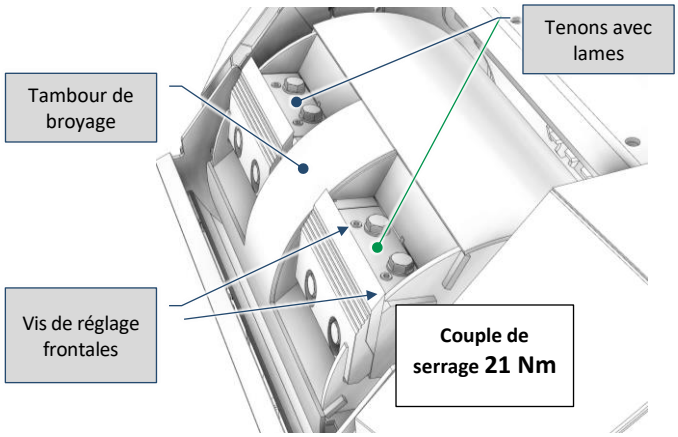
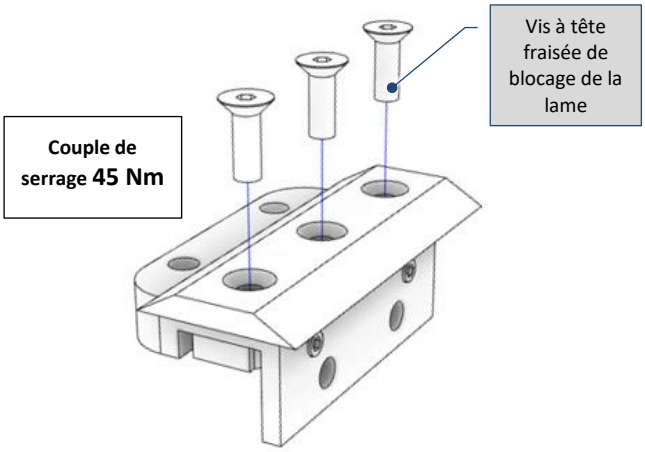
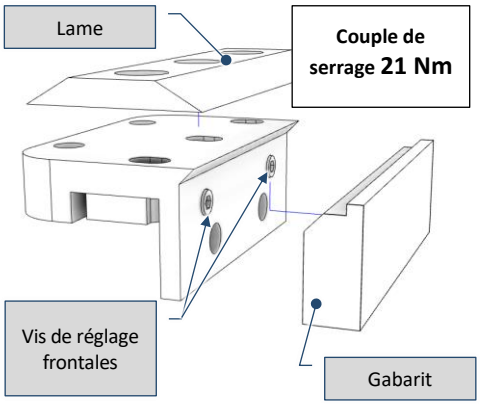
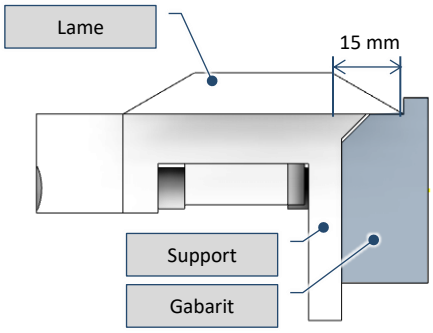

Fig. 9-26 – Accès aux lames sur le tambour de broyage
Fig. 9-30 – Détail du tenon avec lame
Fig. 9-33 – Positionnement de la lame avec gabarit
Fig. 9-34 – Position correcte de la lame
2) ***En utilisant des gants de protection anti-coupure appropriés***, faites tourner manuellement le tambour de broyage jusqu'à ce que vous ayez accès aux lames (Fig. 9-26, il y a au total trois lames, situées à deux positions différentes du tambour);
6) À l'aide d'une clé hexagonale appropriée, retirez les trois vis fraisées de fixation de la lame sur le porte-lame (Fig. 9-30);
7) Retirez les deux vis de compensation frontales (Fig. 9-33);
9) Replacez la lame sur le tenon (Fig. 9-33) et fixez-la dans la position indiquée par le gabarit fourni (15 mm de dépassement, Fig. 9-34) en serrant légèrement les trois vis fraisées de fixation (Fig. 9-30);
10) À l'aide d'une clé hexagonale, serrez les trois vis de compensation situées sur le côté arrière du tenon – ***couple de serrage de 21 Nm*** (**Errore. L'origine riferimento non è stata trovata.**), replacez et serrez les deux vis de compensation frontales – ***couple de serrage de 21 Nm*** (Fig. 9-26 et Fig. 9-33): ainsi, la mesure de coupe reste inchangée même après l'affûtage de la lame);
11) Serrez fermement les trois vis fraisées de fixation – ***couple de serrage de 45 Nm*** (Fig. 9-30);